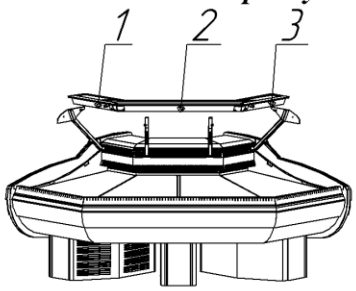

Рис.1.
1. Установить алюминиевые профиля 1, 2, 3 с вклеиными в них стеклянными полками на верхние стойки (см. рис.1).